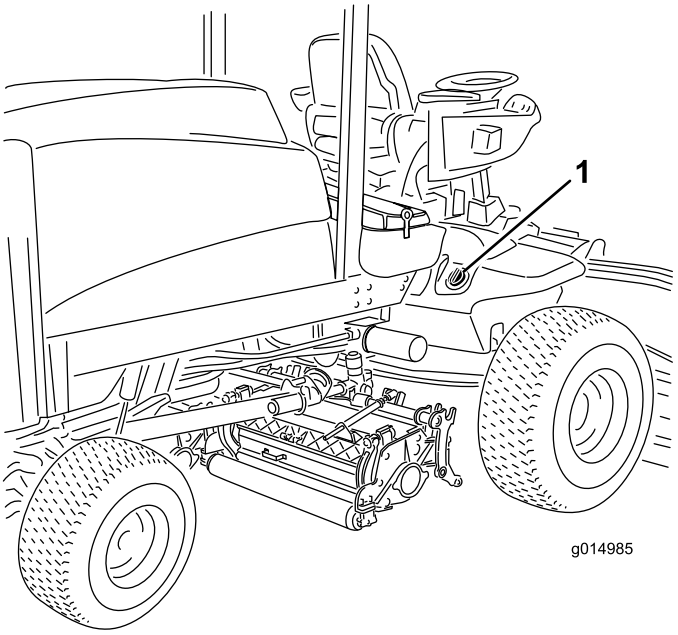

Figure 36
2. Clean the area around the filler neck and cap of the hydraulic tank (Figure 36). Remove the cap from the filler neck.